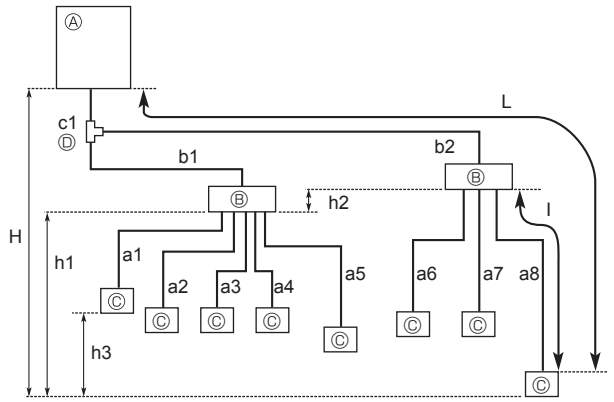

Fig. 4-1
4.2. Longueur de tuyau et différence de hauteur (Fig. 4-1)